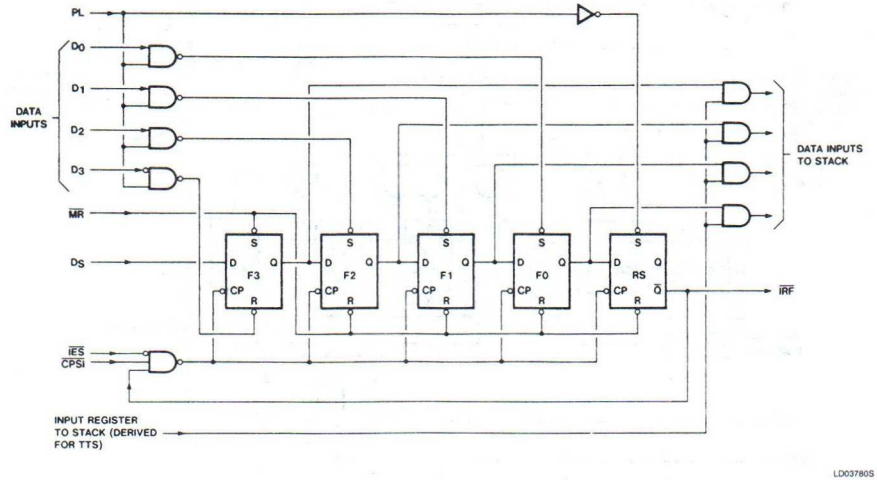

Figure 2. Functional Equivalent of Input Register
Data can be entered serially or, using the parallel mode of operation, data is entered in 4-bit increments. In either case, the data is subsequently transferred to the fall-through stack; the functional equivalent of this register is shown in Figure 2. The **I**nput **R**egister **F**ull ($\overline{IRF}$) status signal is internally generated by the **R**egister **S**tatus (RS) flip-flop; when initialized, the $\overline{Q}$ ($\overline{IRF}$) output of this flip-flop is high.
When PL is high and $\overline{CPSI}$ is low (Figure 2), flip-flops F0 – F3 are loaded with data and $\overline{IRF}$ is forced low. This condition remains until current data is transferred to the stack. Once the data is transferred, $\overline{IRF}$ is driven high and new data can again be clocked into the input flip-flops. If parallel expansion is not being implemented, $\overline{IES}$ must be low to establish row mastership — refer to discussion of parallel expansion.
As shown in Figure 2, the outputs of F0 – F3 are applied to the stack under control of a signal derived from $\overline{TTS}$. When $\overline{TTS}$ is low, an attempt to inititate a fall-through action is made. If the top location of stack is empty, data is loaded and the input register is re-initialized provided PL is low. Note that initialization is postponed until PL is again low. Thus, automatic FIFO action is achieved by connecting the $\overline{TTS}$ input to the $\overline{IRF}$ output.
The RS flip-flop (Figure 2) records the fact that data has been transferred to the stack; this flip-flop is not cleared until PL goes low. Therefore, if a particular data word is transferred to the stack and falls to the second location before PL goes low, the same word will not be re-transferred even though $\overline{IRF}$ and $\overline{TTS}$ are still low. Once data enters the stack, "fall-through" is automatic; a delay is necessary only when waiting for the next stack location to empty. In the 9403, as in most modern FIFO designs, the $\overline{MR}$ input initializes the stack control section and does not clear the data.